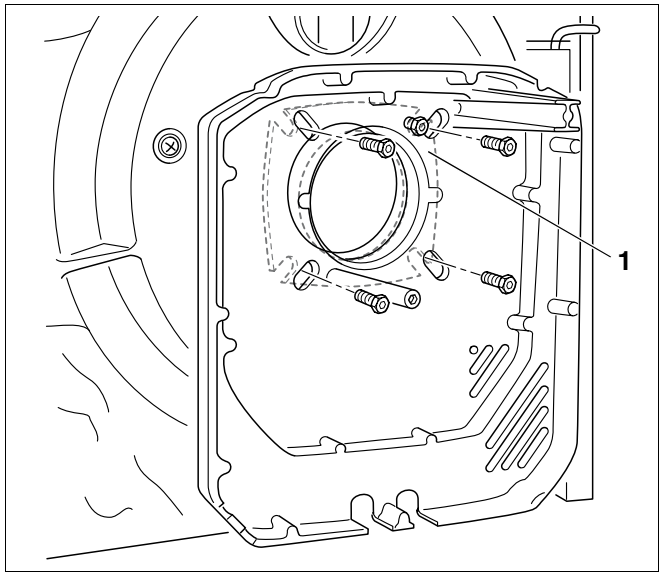

Fig. 20 Fissaggio del pannello posteriore
- Nella successiva fase di montaggio il pannello posteriore con la guarnizione della flangia inserita e il boccaglio montato (fig. 20, **pos. 1**) deve essere avvitato alla porta del bruciatore con quattro viti. La posizione di montaggio è indicata nella figura 20.